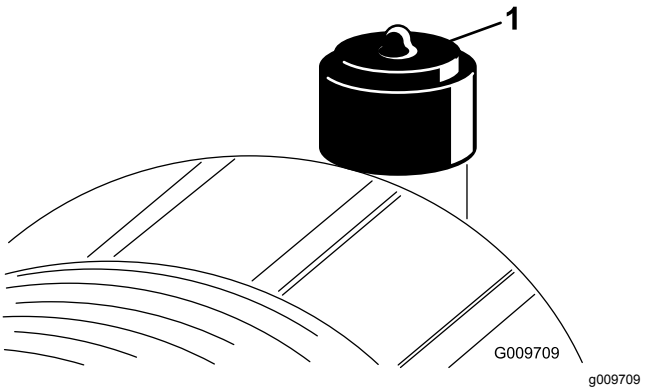

Figuur 44
- Vervang het luchtfilterelement als de luchtfilterindicator (Figuur 44) rood is. Maak het luchtfilter niet overmatig schoon.